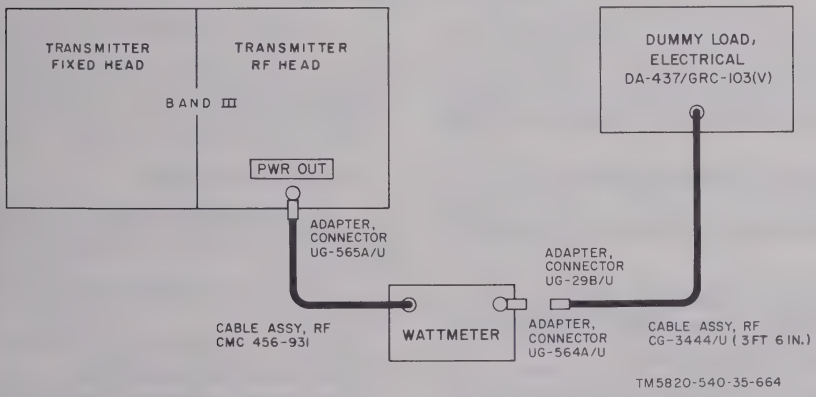

Figure 3-66. RF power monitor 38AR1A2 operational check, test setup.
(1) Connect the test equipment as shown in figure 3-66.
(2) Insert the coupler-detector CU-755/URM-120 into the wattmeter.
(3) Set the XMTR CHANNEL and XMTR TUNE controls to channel 1280.